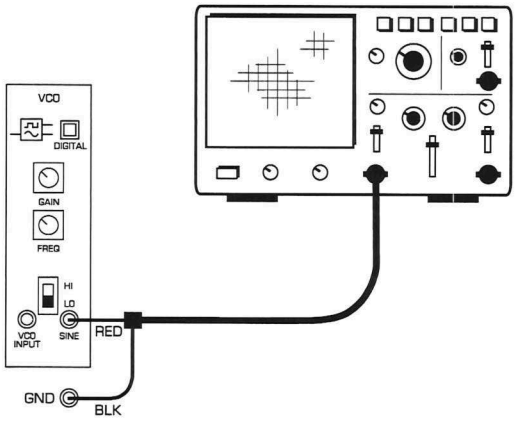
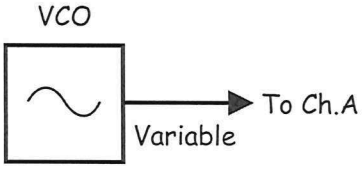

Figure 1
Figure 2
5. Connect the set-up shown in Figure 1 below.
The set-up in Figure 1 on the previous page can be represented by the block diagram in Figure 2 below.